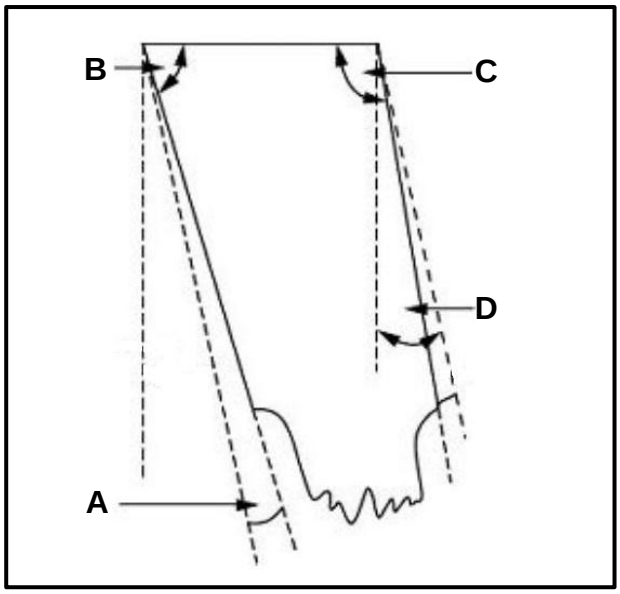

FIGUUR 10.2
10.2 FIGUUR 10.2 hieronder toon 'n snybeitel om skroefdraad mee te sny. Beantwoord die vrae wat volg.